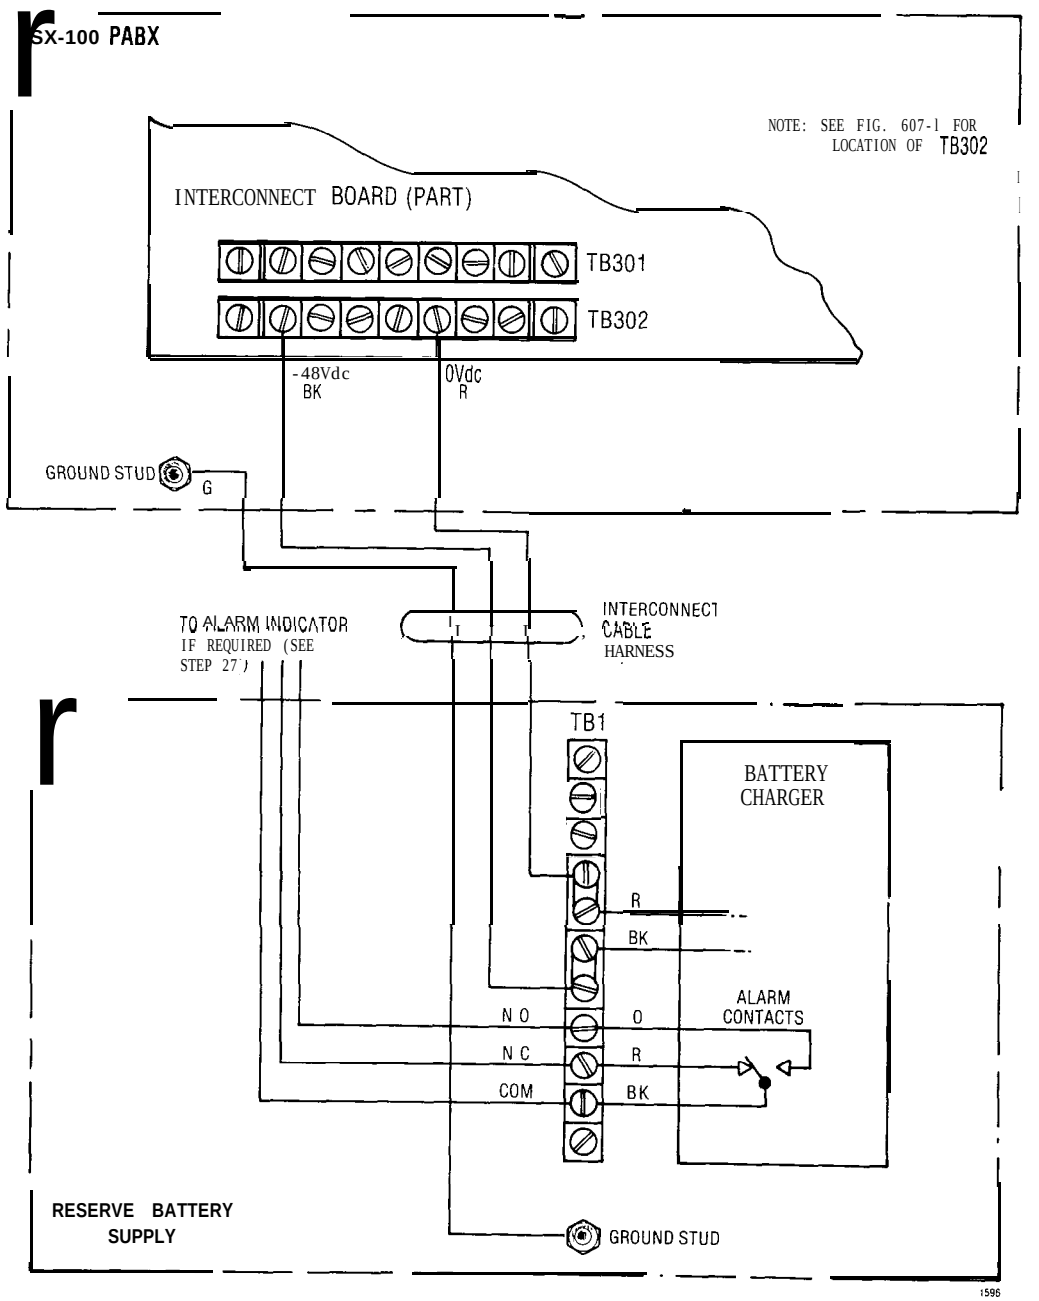

Fig. 607-2 Cable Harness Interconnections
[12A] Measure, cut and run required lengths of cable to interconnect TB302, SX-100 and TB1, Reserve Power Supply. See NOTE and Fig. 607-2
[12C] Feed new cables under clamps, and terminate each end a shown in Fig. 607-2
[24C] Terminate the conductors to TB302 of the SX-100 as shown in Fig. 607-2
Alarm contacts are provided by the charging unit. These are available for customer-provided alarm indicating equipments to indicate power-fail conditions. Fig. 607-2 shows the normal operational condition i.e. a power-fail condition causes the normally open (NO) and common (COM) contacts to close. The alarm contact electrical ratings are as follows: